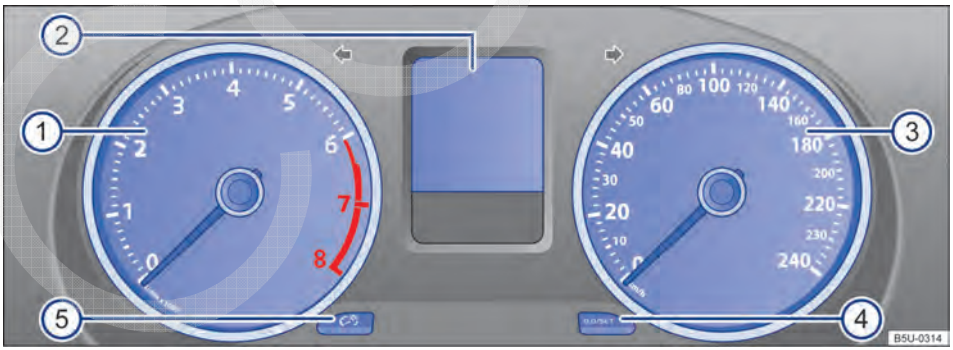
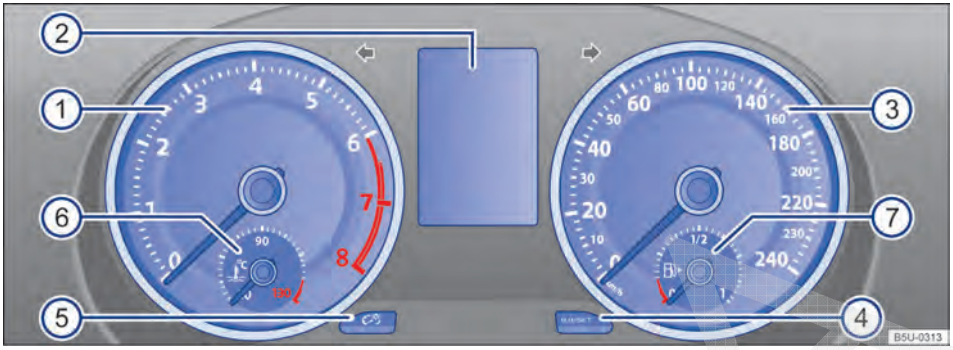

Fig. 9 Instrumento combinado no painel de instrumentos (variante 1). ▶
Fig. 10 Instrumento combinado no painel de instrumentos (variante 2).
Significado dos instrumentos → Fig. 9 e → Fig. 10:
Conforme os equipamentos do veículo, é possível visualizar diferentes informações no display do instrumento combinado → Fig. 9 ② ou → Fig. 10 ②:
O indicador do intervalo de serviço aparece no display do instrumento combinado → Fig. 9 ② ou → Fig. 10 ②. ▶